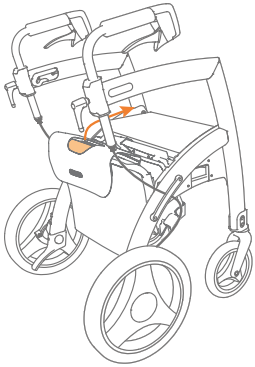

Abbildung 33: Ziehen Sie die Rückenlehne nach oben und vorne.
b. Wenn Sie den Rollator in einen Rollstuhl verwandeln möchten, klappen Sie das Rollstuhlpaket aus. Fassen Sie den Griff des Rollstuhlpakets und ziehen Sie die Rückenlehne in Richtung Vorderseite bis zur Hälfte des Rahmens hoch, bis es nicht mehr weitergeht **(Abbildung 33)**.